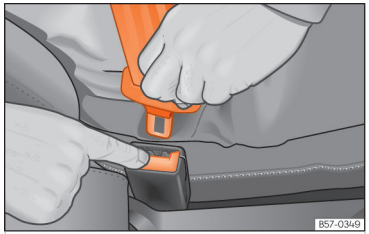

Abb. 22 Schlosszunge vom Gurtschloss lösen.
- Rote Taste im Gurtschloss drücken ››› **(Abb. 22)**. Die Schlosszunge springt heraus.